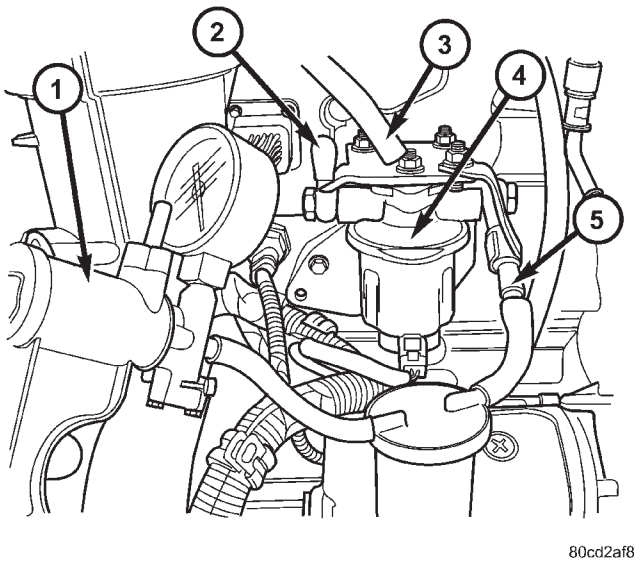

Fig. 5 FUEL HOSE AT TRANSFER PUMP
(1) Leave vacuum pump attached to fuel supply line (Fig. 5).
(2) Disconnect rubber fuel hose from fitting at outlet side of fuel transfer pump (Fig. 5). To plug / seal system, install 3/8” rubber cap to this fitting (Fig. 5).
(3) Perform vacuum test. Be careful not to allow liquid fuel to get into your hand-operated vacuum pump.
(4) Vacuum leak ? Check/repair all transfer pump fittings and sealing washers for leaks. Check/repair rubber hose and clamps at sides of transfer pump for leaks. Perform another vacuum test. If leak still present, replace fuel transfer pump.
(5) Vacuum holds ? Proceed.
(3) Reconnect rubber fuel hose to fitting at outlet side of fuel transfer pump (Fig. 5).
(4) Perform vacuum test. Be careful not to allow liquid fuel to get into hand-operated vacuum pump.
(5) Vacuum leak ? Check/repair all fittings and sealing washers for leaks. Check/repair rubber hose and clamps for leaks. Check fuel heater and water-in-fuel sensor o-rings for leaks. Check filter canister seal at top of canister for leaks. Repair as necessary.
(6) Vacuum holds ? Proceed.